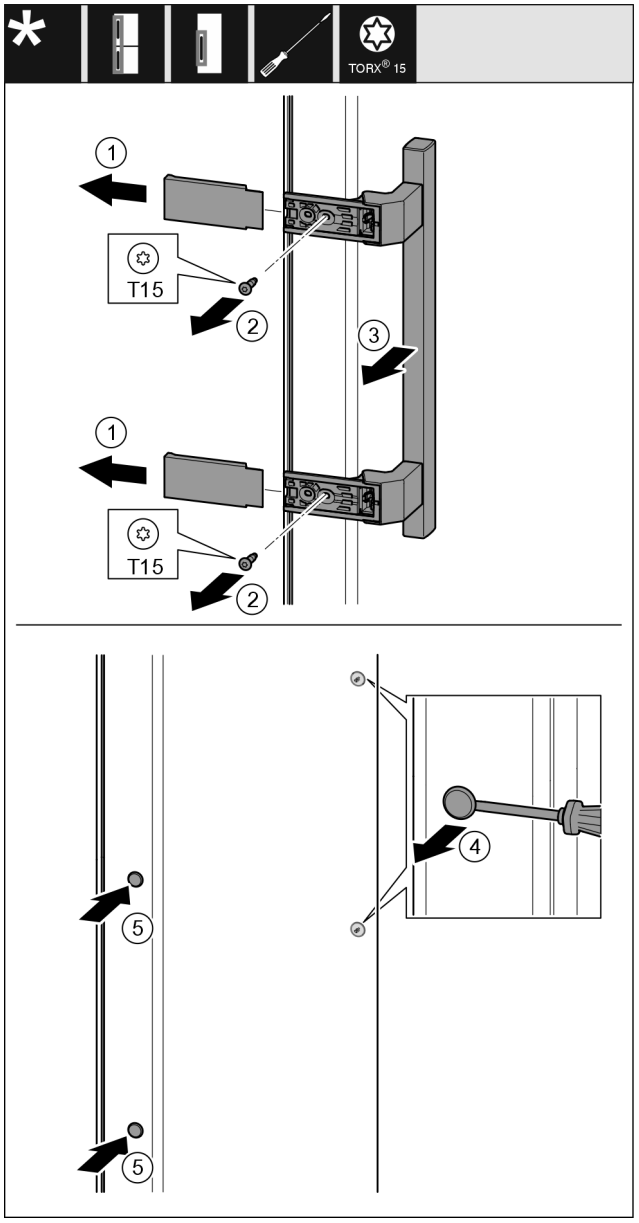

Fig. 21
- ▶ Afdekking *Fig. 21 (1)* wegtrekken.
- ▶ Schroeven *Fig. 21 (2)* met een schroevendraaier er uit draaien.
- ▶ Greep *Fig. 21 (3)* wegnemen.
- ▶ Til de zijplug voorzichtig *Fig. 21 (4)* op met een platte schroevendraaier en trek hem er uit.
- ▶ Plug *Fig. 21 (5)* aan de andere kant er weer insteken.